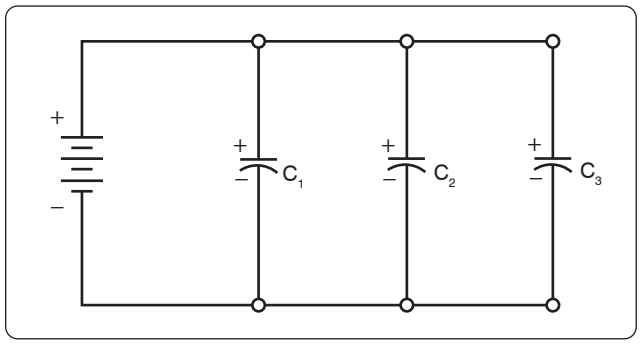

Figure 12-122. *Simplified parallel circuit.*
When capacitors are connected in parallel, the effective plate area increases, and the total capacitance is the sum of the individual capacitances. *Figure 12-122* shows a simplified parallel circuit. The total charging current from the source divides at the junction of the parallel branches. There is a separate charging current through each branch so that a different charge can be stored by each capacitor. Using Kirchhoff's Current Law, the sum of all of the charging currents is then equal to the total current. The sum of the charges (Q) on the capacitors is equal to the total charge. The voltages (E) across all of the parallel branches are equal. With all of this in mind, a general equation for capacitors in parallel can be determined as: